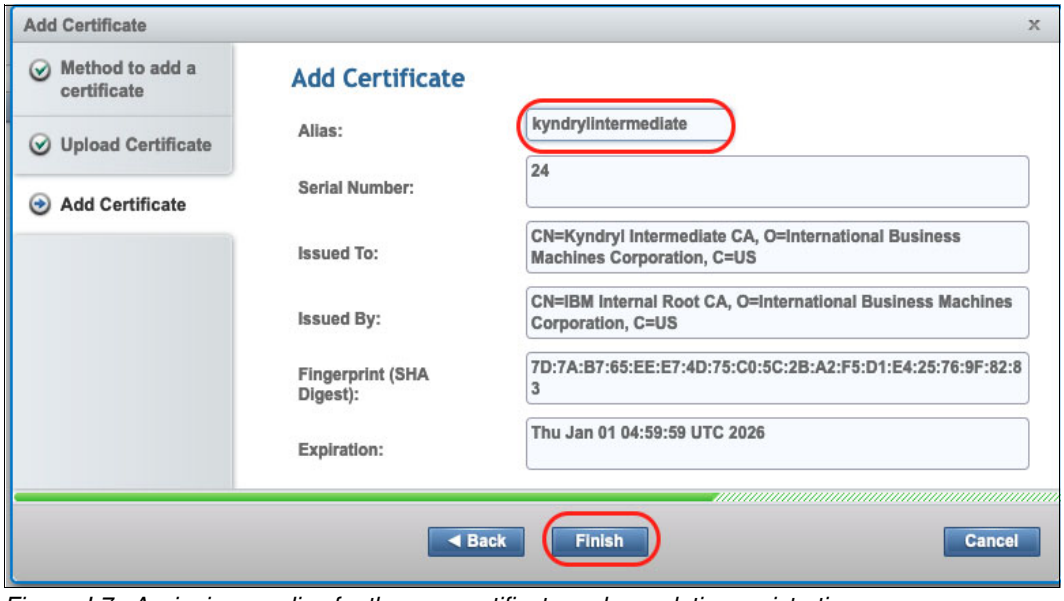

Figure J-7 Assigning an alias for the new certificate and completing registration
4. Verify that the properties of the uploaded file correspond to the target certificate. Then, assign an alias that identifies it in the TS7700 trust store (as shown in Figure J-7 on page 1034). Click **Finish** to complete the process.